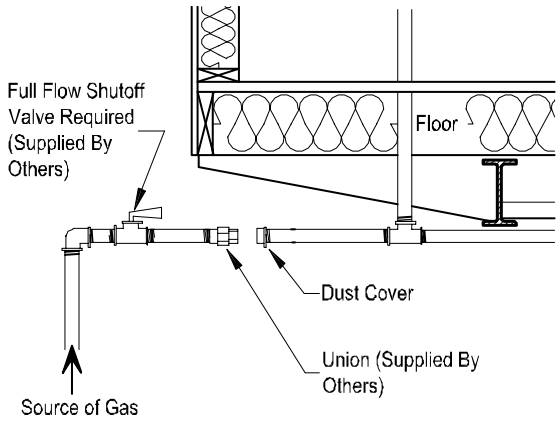

Figure 86. *Gas service connection*
3. **Remove cap.** Remove the protective cap from home inlet pipe and install a full flow shut-off valve at the supply inlet (**Figure 86**).